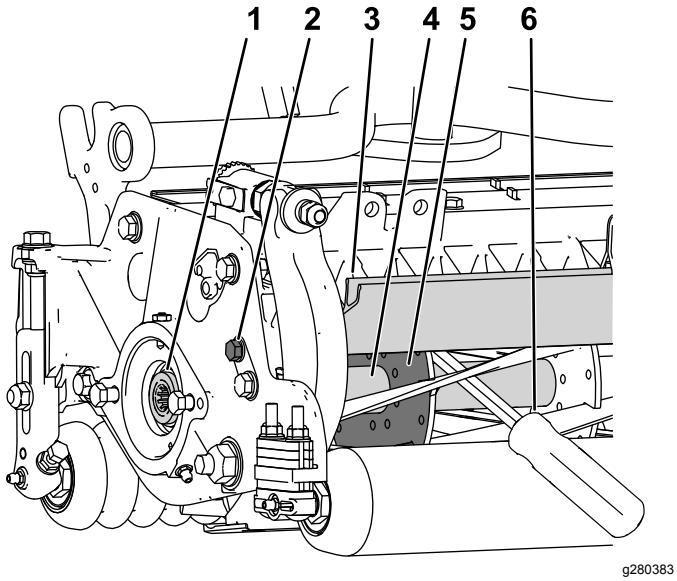

Rysunek 30
1. Poluzuj śrubę osłony z lewej strony jednostki tnącej i podnieś osłonę tylną (Rysunek 30).
2. Wsuń długi łom (zalecany rozmiar ⅜” x 12” z uchwytem śrubokrętowym) przez tył wirnika tnącego, jak najbliżej tej strony jednostki tnącej, która będzie dokręcana (Rysunek 30).
3. Oprzyj łom o stronę spoiny spawanej na płycie wsporczej wirnika (Rysunek 30).